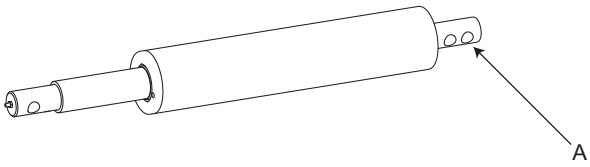

Figure 3.11
If there is not enough range of adjustment on the slave cylinders, the master cylinder can be moved to its other securing hole (A), see “Figure 3.11”. The aforementioned adjustment is a basic setting. The harrow must also be fine adjusted out in the field if a 100% work result is to be obtained.